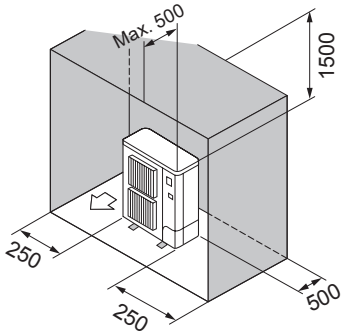

Fig. 2-12
(6) Solo ostacoli posteriori, laterali e superiori (Fig. 2-12)